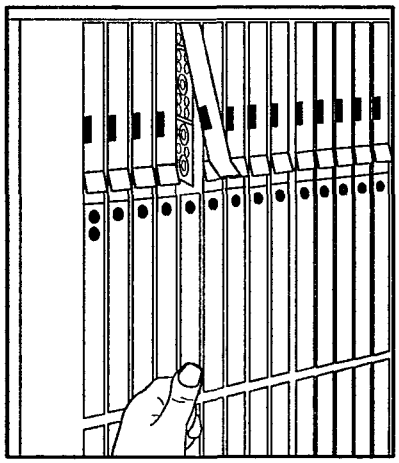

Figure 3-3. Installing Circuit Packs—Step 5
5. Push on the bottom part of the circuit pack until the latch engages the slot. Do not push on the extended latch; see Figure 3-3.